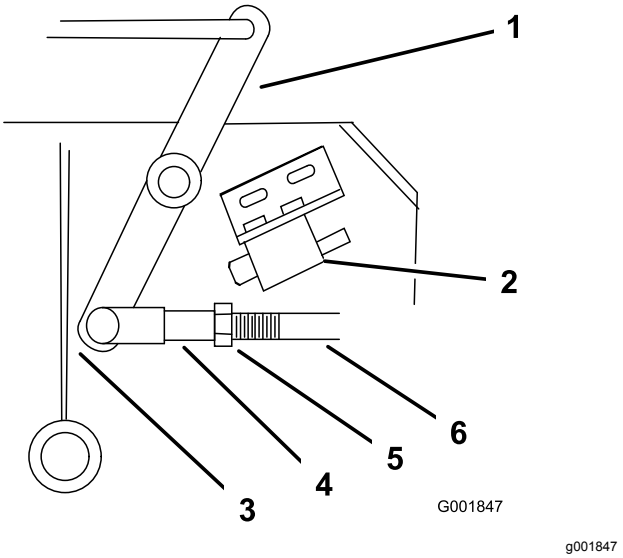

Figuur 49
4. Pas de lengte van het mechanisme aan tot waar het onderste uiteinde van de haakse hendel bijna de versterkingsplaat van de assteun raakt (Figuur 49).
9. Draai de moer los die tegen de gaffel is bevestigd (Figuur 49).